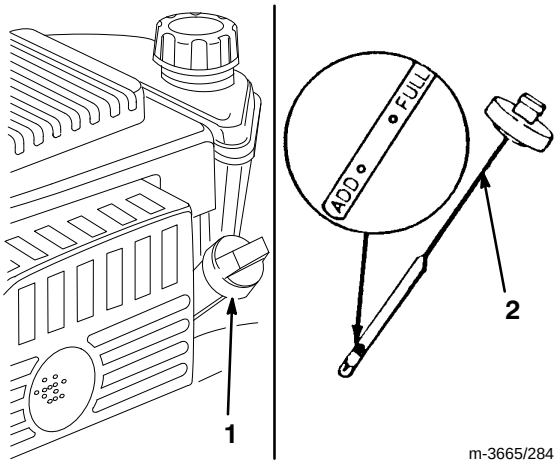

Figure 8
Before each use, make sure that the oil level is between the *Add* and the *Full* marks on the dipstick (Fig. 8).
2. Clean around the oil fill tube (Fig. 8).
6. Read the oil level on the dipstick (Fig. 8).